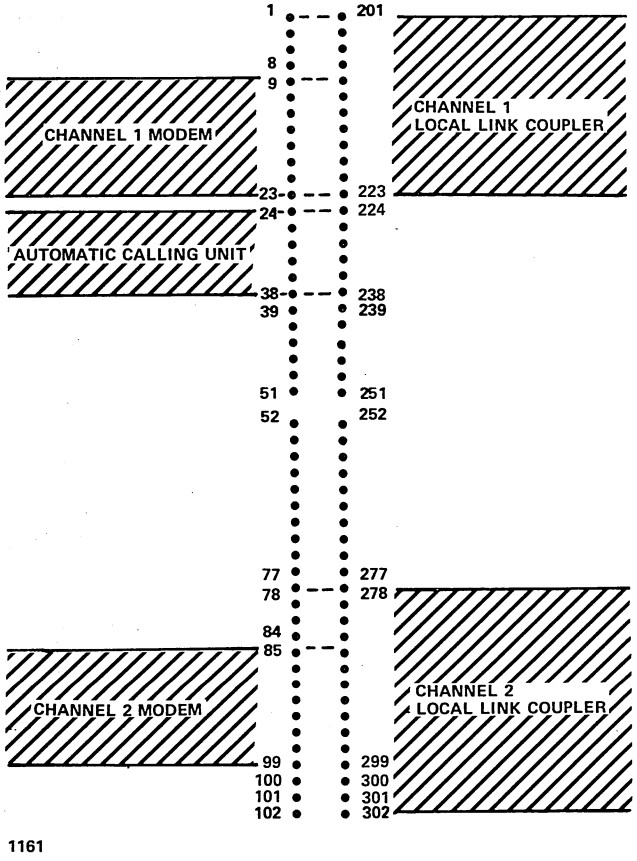

Figure 24-2. SDLC CLA Backplane Pin Assignments
The SDLC CLA is supplied with two modem interface cables and one automatic calling unit (ACU) interface cable that must be connected to the backplane as shown in figure 24-2. These cables interface the CLA to the
Various combinations of devices may be controlled by the SDLC CLA via the I/O connector panel. Either or both channels may be connected to opto-isolated circuits by installation of a local link coupler. Refer to figure 24-2 and the following list for permissible combinations:
4. Attach the cable to the intended CLA board slot backplane pins. Verify, as labeled on the connector and shown in figure 24-2, the starting and ending backplane pin numbers to which the connector should be securely mated.
4. Attach the cable to the CLA board slot backplane pins. Verify, as labeled on the connector and shown in figure 24-2, the starting and ending backplane pin number to which the connector should be securely mated.
figure 24-2, the starting and ending backplane pin numbers to which the connector should be securely mated. The coupler must be connected to the SDLC CLA channel specified on the cable.